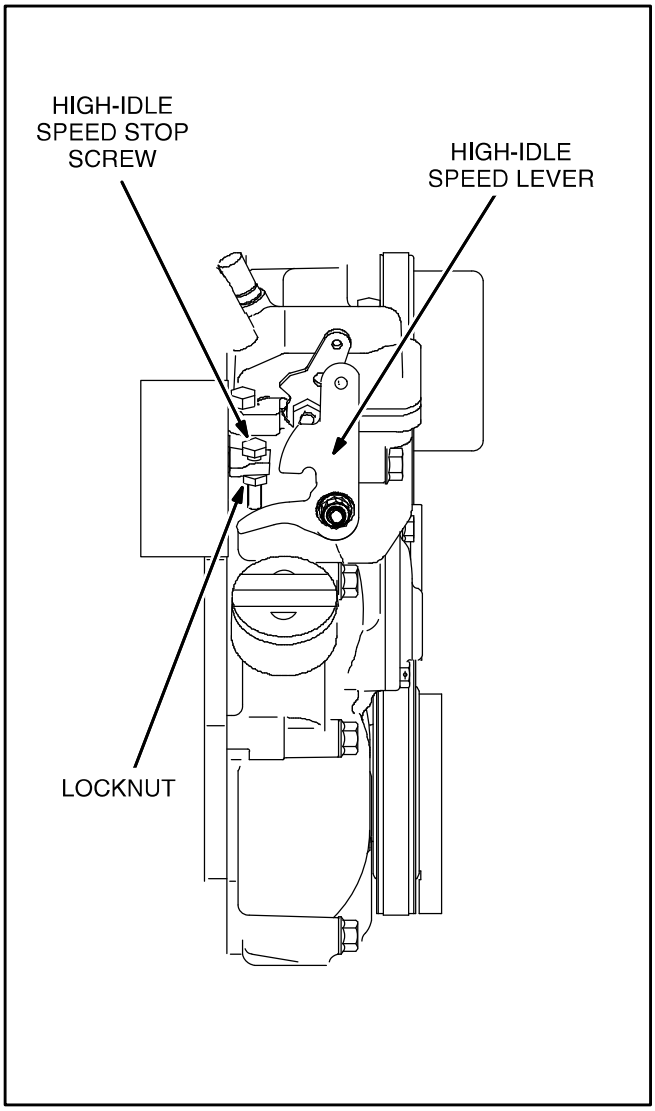

**FIGURE 9-2. HIGH-IDLE SPEED STOP SCREW**
1. Remove the top housing panel (p. 4-4) for access to the stop screw (Figure 9-2).